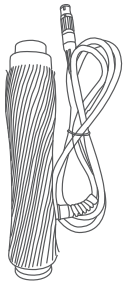

Figure 4.3 Handle
Step 2: Insert the foot switch connector in figure 4.2 to the port of foot switch connector on the rear panel of the main engine, insert figure 4.3 handle connector into port of handle connector port in the same way.